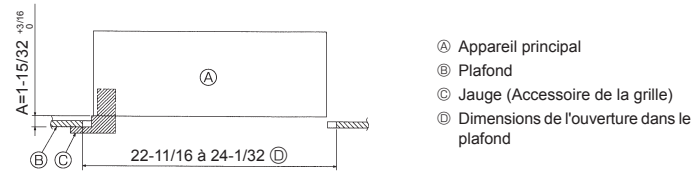

Fig. 4-6
3. Lorsque l'appareil principal ne peut pas être aligné contre l'orifice de montage au plafond, il est possible de le régler par une fente prévue sur la plaque de montage. (Fig. 4-6)